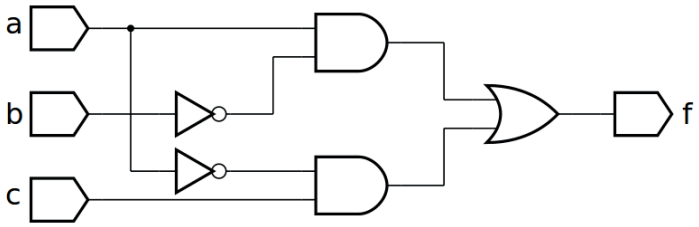
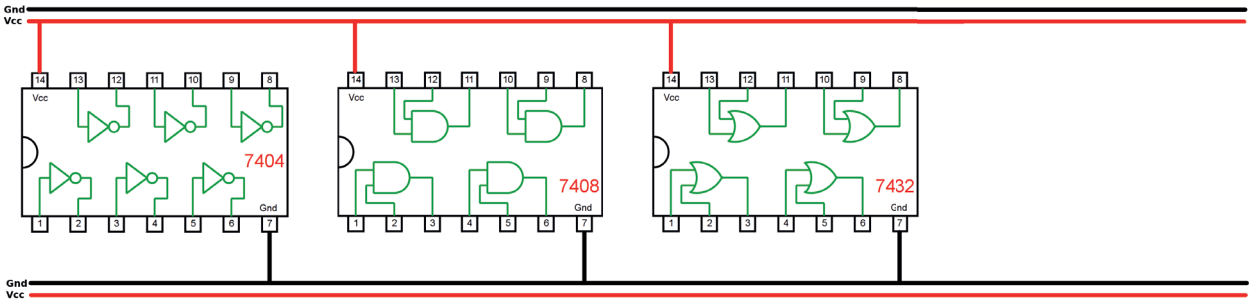

Figura 5.27 – Diagrama esquemático.
Figura 5.28 – Disposição dos componentes (TTL) para a placa de montagem.
1. Complete as ligações na figura 5.28 ou 5.29 de acordo com a figura 5.27.
5. Utilize um programa de simulação em computador (SmartSim, Atanua, Qucs) faça a simulação do circuito da figura 5.27. Compare os resultados com a Tabela 5.13.
6. Escreva a equação booleana do circuito da figura 5.27 e simule no programa para o Arduíno.